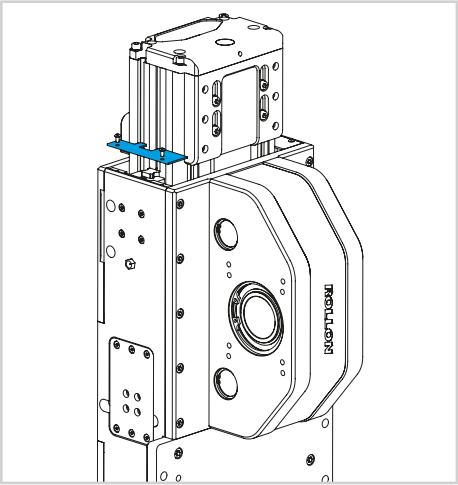

Fig. 19
1) Retirez le capot au dessus ou en dessous du chariot selon l'endroit où le patin doit être remplacé. Dévissez les deux vis (voir la Fig.19).